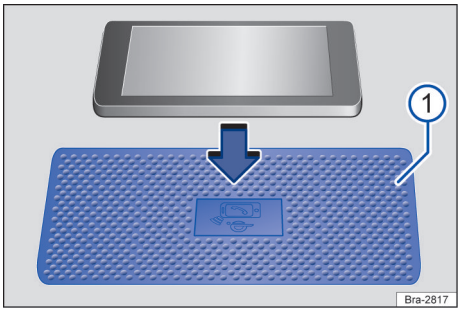

Fig. 140 Schéma de principe : emplacement avec tapis de fond de rangement pour le chargeur d'accessoire sans fil
Dans certains véhicules, le tapis de fond de rangement est marqué d'un symbole en forme de téléphone qui indique la position médiane du chargeur d'accessoire sans fil → fig. 140 ①. Le symbole figurant sur le tapis de fond de rangement peut être différent sur certains véhicules.